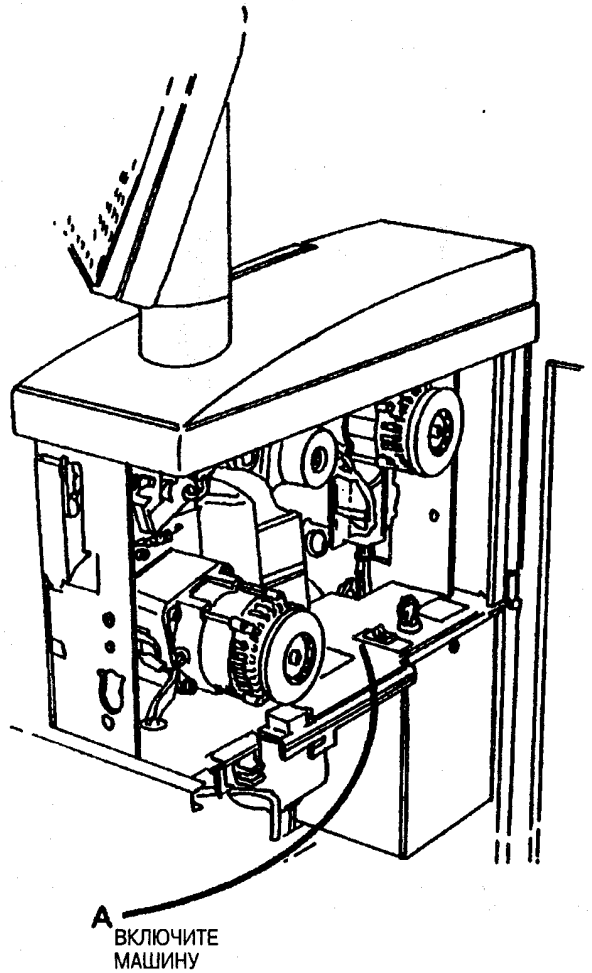

Рис. 34. Включите машину
6. (Рис. 34): Включите машину и войдите в режим диагностики.